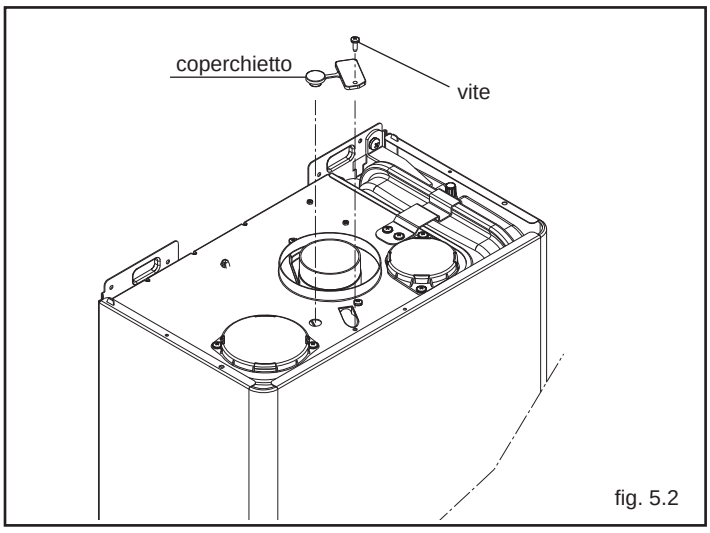

fig. 5.2
- rimuovere la vite di fissaggio, il coperchietto presa analisi combustione (fig. 5.2) e inserire le sonde